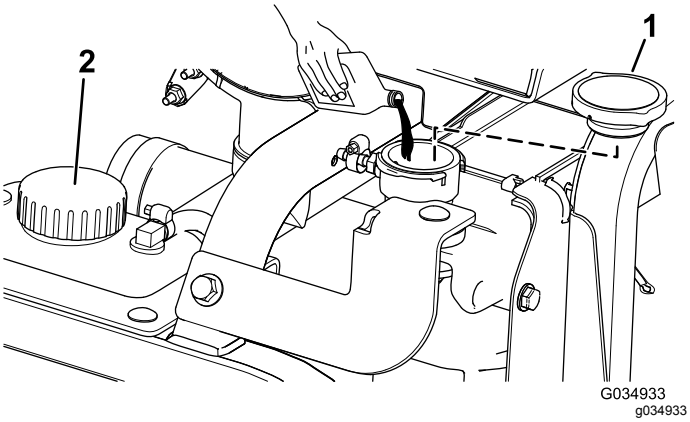

Figur 112
5. Fyll radiatoren med kjølevæske til kjølevæskenivået er på linje med kanten av fylleåpningen (Figur 112).